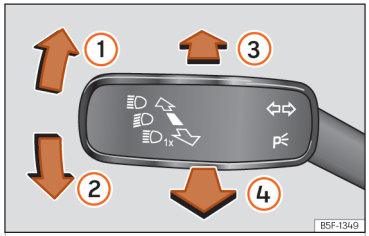

**Fig. 104** Turn signal and main beam lever.
- From the base position, press the turn signal and main beam headlights lever forwards ››› Fig. 104 ③.
- **EITHER:** if main beam assist is on, pull the turn signal light and main beam headlights lever back ››› Fig. 104 ④.